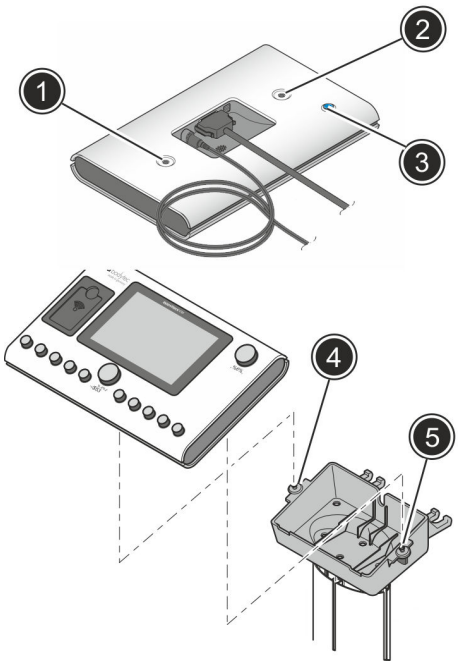

Fig. 54: Putting on the control unit
2. Put the control unit onto the mounting screws of the column (Fig. 54/4, 5) using the threaded holes on its underside (Fig. 54/1, 2).
3. Tighten both mounting screws (Fig. 54/4, 5) by hand.